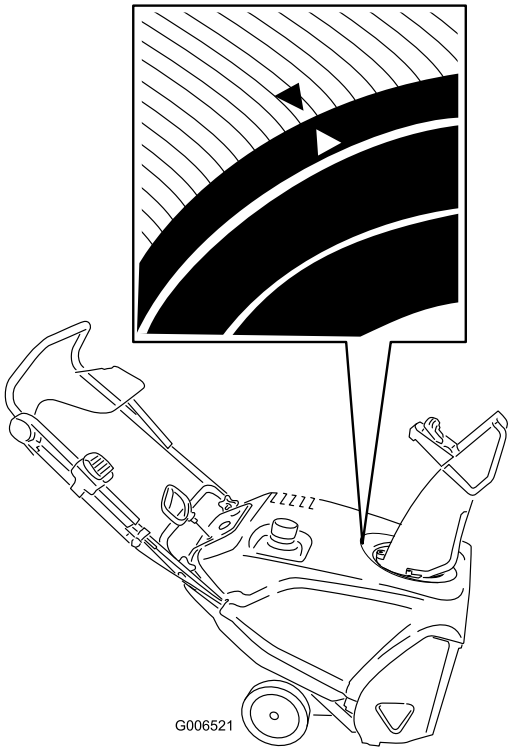

Figur 40
3. Vrid utkastaren så att den är riktad rakt framåt och så att pilen på utkastarens baksida ligger i linje med pilen på höljet (Figur 40).